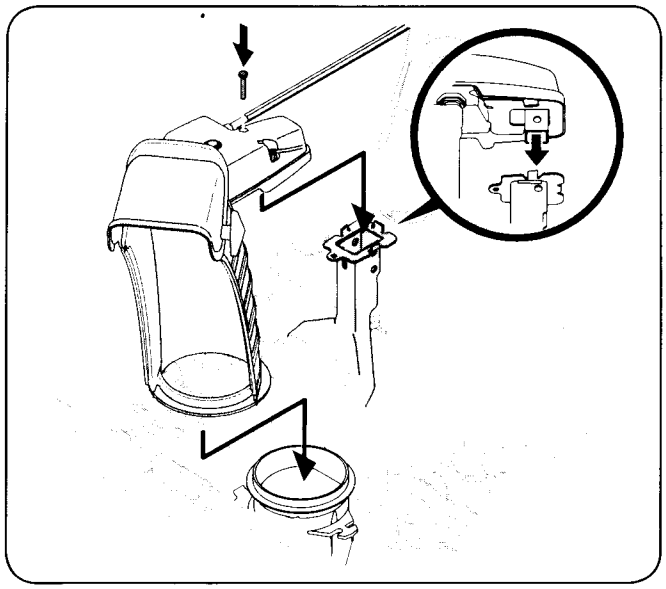

Figure 3-4
3. Place chute onto chute base and ensure hex rod is positioned under the handle panel. Install hex bolt previously removed but do not secure with wing nut at this time. See Fig. 3-4.